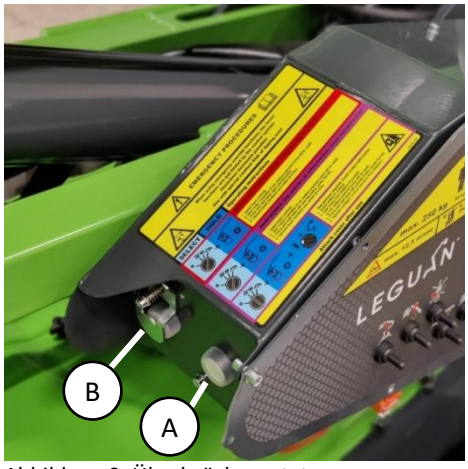

Abbildung 9. Überbrückungstaten
Für eventuelle Notsituationen ist die Zugangsplattform mit einer Lastkontrolle und einer Überbrückungstaste für die Not-Aus-Taste (Abbildung 9 (A)) ausgestattet. Die Taste darf nur in **extremen Notsituationen** betätigt werden, z.B. wenn der Bediener auf der Plattform das Bewusstsein verloren hat, die Not-Aus-Taste betätigt wurde und die Plattform zu seiner Sicherheit abgesenkt werden muss. Die Plattform muss in Richtungen bewegt werden, die das Kippmoment verringern (zur Mitte der Maschine hin). **Der Hersteller ist nicht für den Missbrauch der Funktion verantwortlich!** Die Überbrückungstaste befindet sich auf der linken Seite des unteren Bedienfelds und ist nur funktionsfähig, wenn die untere Steuerung als aktive Steuerposition ausgewählt ist.
3. Drücken und halten Sie die Überbrückungstaste, die sich näher am Bediener befindet (Abbildung 9 (A)).
Für eventuelle Notsituationen ist die Zugangsplattform mit einer Taste zur Überbrückung der Sicherheitsfunktion (Abbildung 9 (B)) ausgestattet. Sie ermöglicht den Betrieb von Fahr-, Stütz- und Auslegerfunktionen in Fehlersituationen. Die Funktion kann zum Beispiel genutzt werden, wenn ein Sensor defekt ist und die Maschine zur Reparatur an einen sicheren Ort gebracht werden muss. **Mit äußerster Vorsicht und nur in Notsituationen verwenden!**
3. Drücken und halten Sie die Überbrückungstaste unter dem Deckel, die sich weiter vom Bediener entfernt befindet (Abbildung 9 (B)).